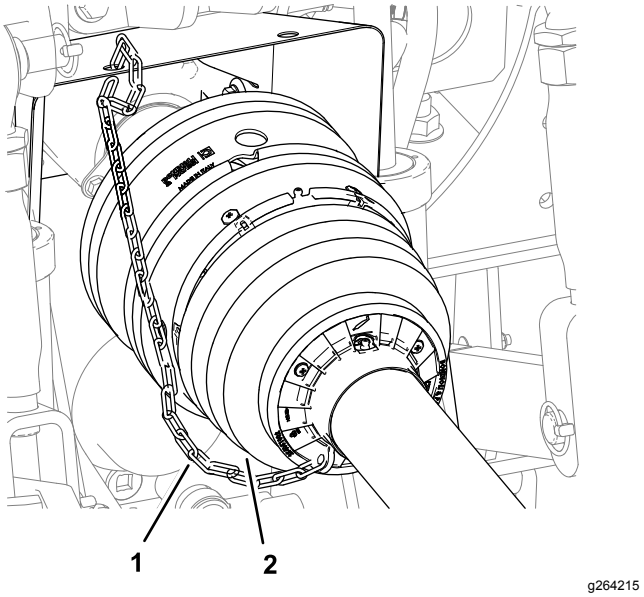

Figur 13
5. Kontroller at festekjettingen er montert mellom fremre kraftuttaksakselvern og en stillestående del av tauekjøretøyet (Figur 13).